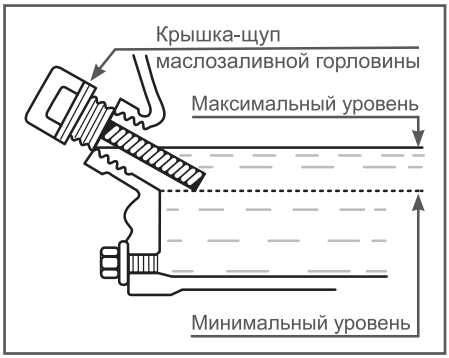

Рис. 5 Проверка уровня масла в картере
Максимальный уровень масла в картере соответствует нижней кромке заливного отверстия (Рис. 5).
4. Аккуратно извлеките щуп и осмотрите его. Уровень масла должен соответствовать верхней отметке на щупе. При недостаточном уровне масла в картере необходимо долить чистое масло до верхней отметки на щупе, что соответствует нижней кромке заливного отверстия (Рис. 5).